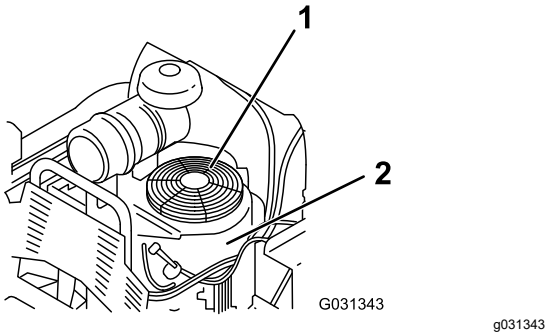

Figura 64
3. Retire la rejilla de entrada de aire y la carcasa del ventilador (Figura 64).
5. Instale la rejilla de entrada de aire y la carcasa del ventilador (Figura 64).